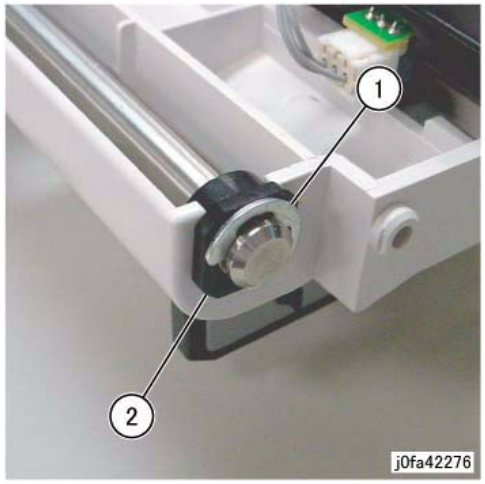

Figure 5 Removing the Bearing
8. Remove the Bearing (Figure 5):